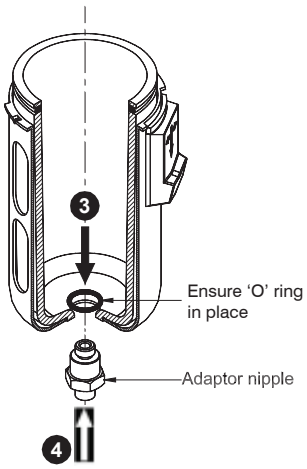

FIG. 2
1) To assemble the gland assembly onto the filter bowl: (Ref: FIG.2)